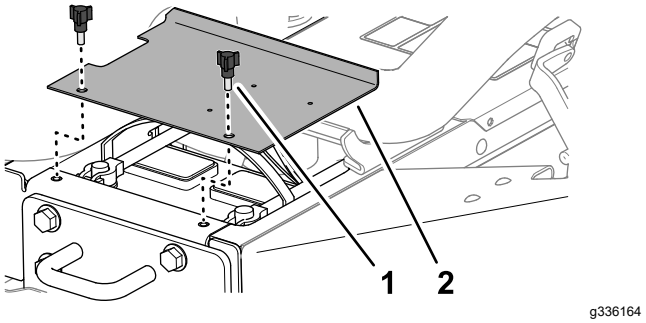

Rysunek 56
1. Zwolnij zatrzaski z lewej i prawej strony maski (Rysunek 56).